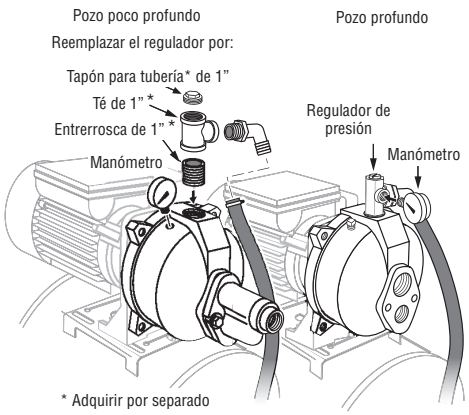

Figura 1 - Instalar un regulador de presión y un manómetro para pozo profundo. Instalar un té de cebar y un manómetro para pozo poco profundo.
2. Instale el regulador de presión y el manómetro en el cuerpo de la bomba (vea la Figura 1).
2. Saque el regulador de presíon del cuerpo de la bomba. Reemplácela con una entrerrosca bicónica de 1″ NPT, un Té de 1″ x 1″ x 3/4″ NPT, y un tapón para tubería de 1″ NPT. Instale el manómetro en el orificio tapado en el cuerpo de la bomba (vea la Figura 1).
1. Saque la regulador de presión del cuerpo de la bomba. Reemplácela con una entrerrosca bicónica de 1″ NPT, un Té de 1″ x 1″ x 3/4″ NPT, y un tapón para tubería de 1″ NPT. Instale el manómetro en el orificio tapado en el cuerpo de la bomba (vea la Figura 1).
1. Instale el regulador de presión y el manómetro en el cuerpo de la bomba. Vea la Figura 1.